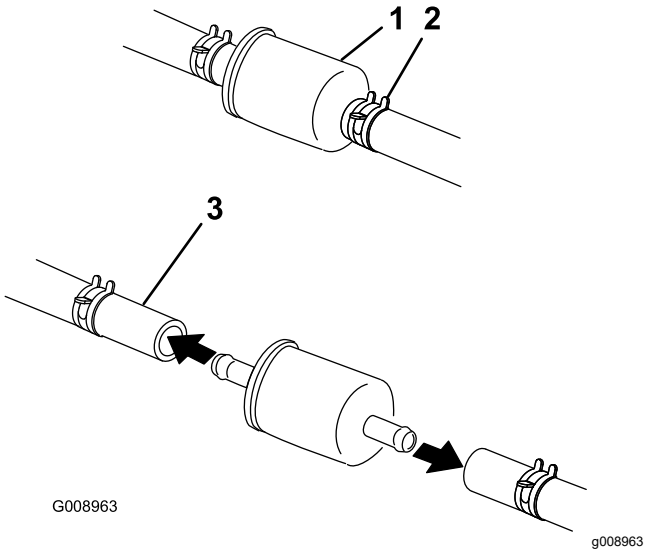

Figuur 40
4. Druk de uiteinden van de slangklemmen naar elkaar toe en schuif ze weg van het filter (Figuur 40).